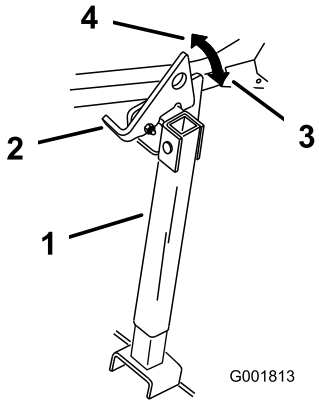

Figur 33
2. Hev spaken til ulåst stilling (Figur 33).